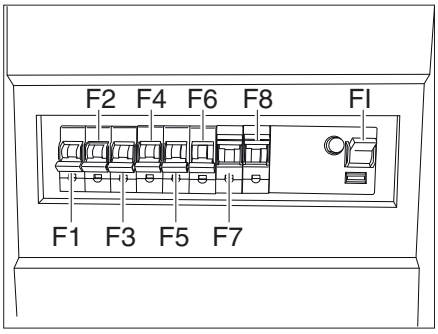
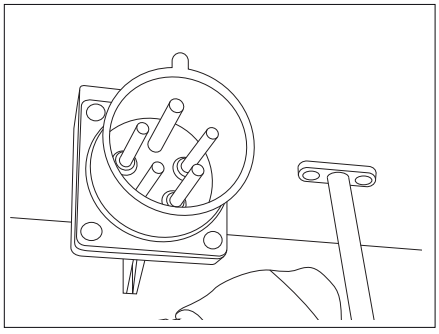

Fig. 170 Fuse box
Fig. 171 400 V connection
The 400 V power supply corresponds to a great extent to the 240 V power supply. It disposes additionally of a fuse box (Fig. 170) and a 400 V external socket (Fig. 171).
It disposes additionally of a fuse box (Fig. 170) inside the caravan and a 400 V connection (Fig. 171) at the outside of the caravan.
- Switch off the fuses F1-F3 (Fig. 170).